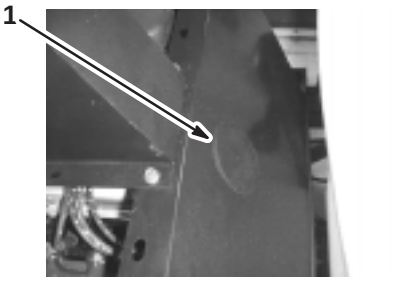

Figure 29
4. Remove the access plug in the wall behind the engine (Fig. 29).